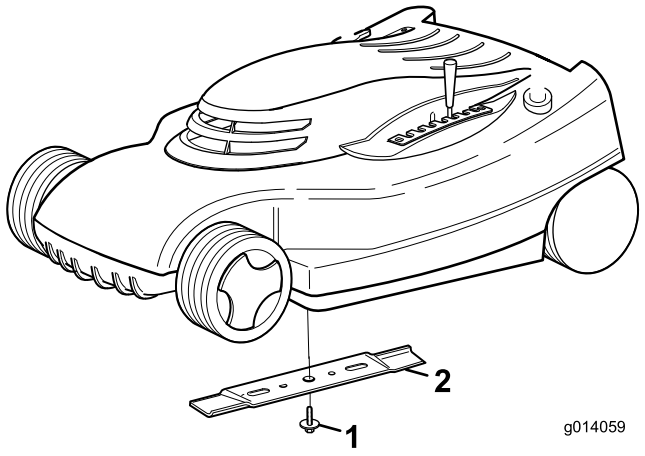

Figura 19
1. Afferrate l'estremità della lama (Figura 19) con un cencio o un guanto bene imbottito.